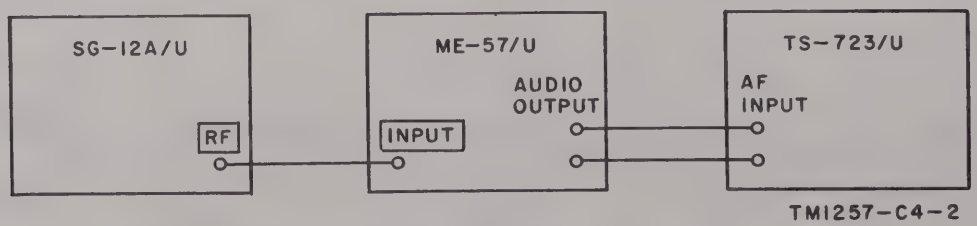

Figure 45.2. Modulation distortion test connections.
a. Connect the test equipment as shown in figure 45.2
(1) BAND SWITCH to E.
(2) RF TUNING to 88 mc.
(3) OPERATION to 1000~.
(4) DEVIATION RANGE to 100.
(5) DEVIATION LEVEL control to a setting of 100 on the KILOCYCLES DEVIATION meter.